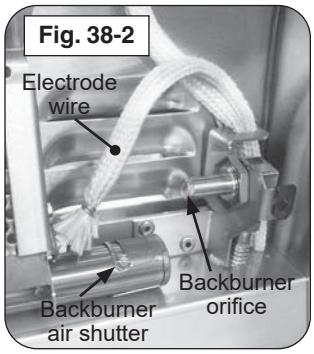

Fig. 38-2
6. Pull out the wire from the igniter electrode (Fig. 38-2), then carefully remove the backburner by slightly sliding it to the left.